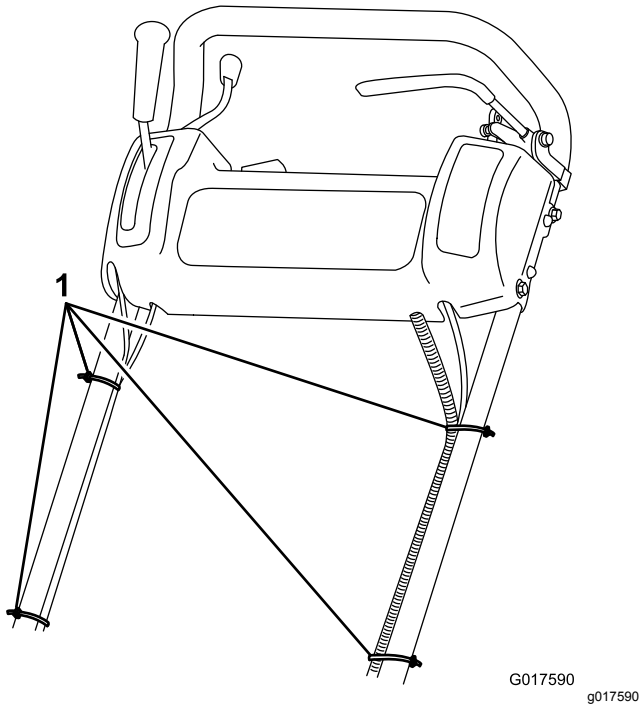

Figur 5
7. Fest kablene og ledningssatsen til håndtaket med kabelfestene (Figur 5).